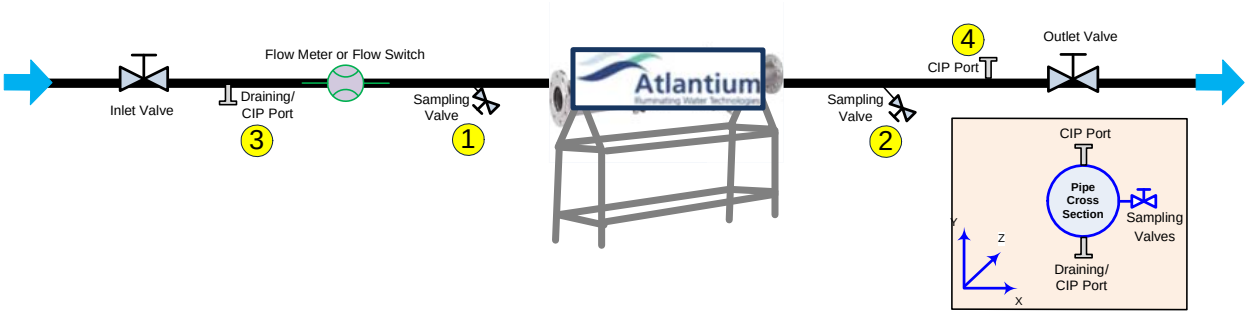

Figure 5-6: CIP Ports and Sampling Valves Orientation
Step 1. On the Inlet side, install the **Long welding ferrule** or **threaded male adapter (1).**
- Position aseptic sampling valves **(1 & 2** in **Figure 5-6** on page **5-4)** **horizontally** (90^0) on the pipe center, within 50cm of the Unit.
- Weld the 1 inch **ferrule (1)** clamp fitting at a horizontal orientation (3 or 9 o'clock).
- Thread the **male adapter (1)** clamp fitting to the port.